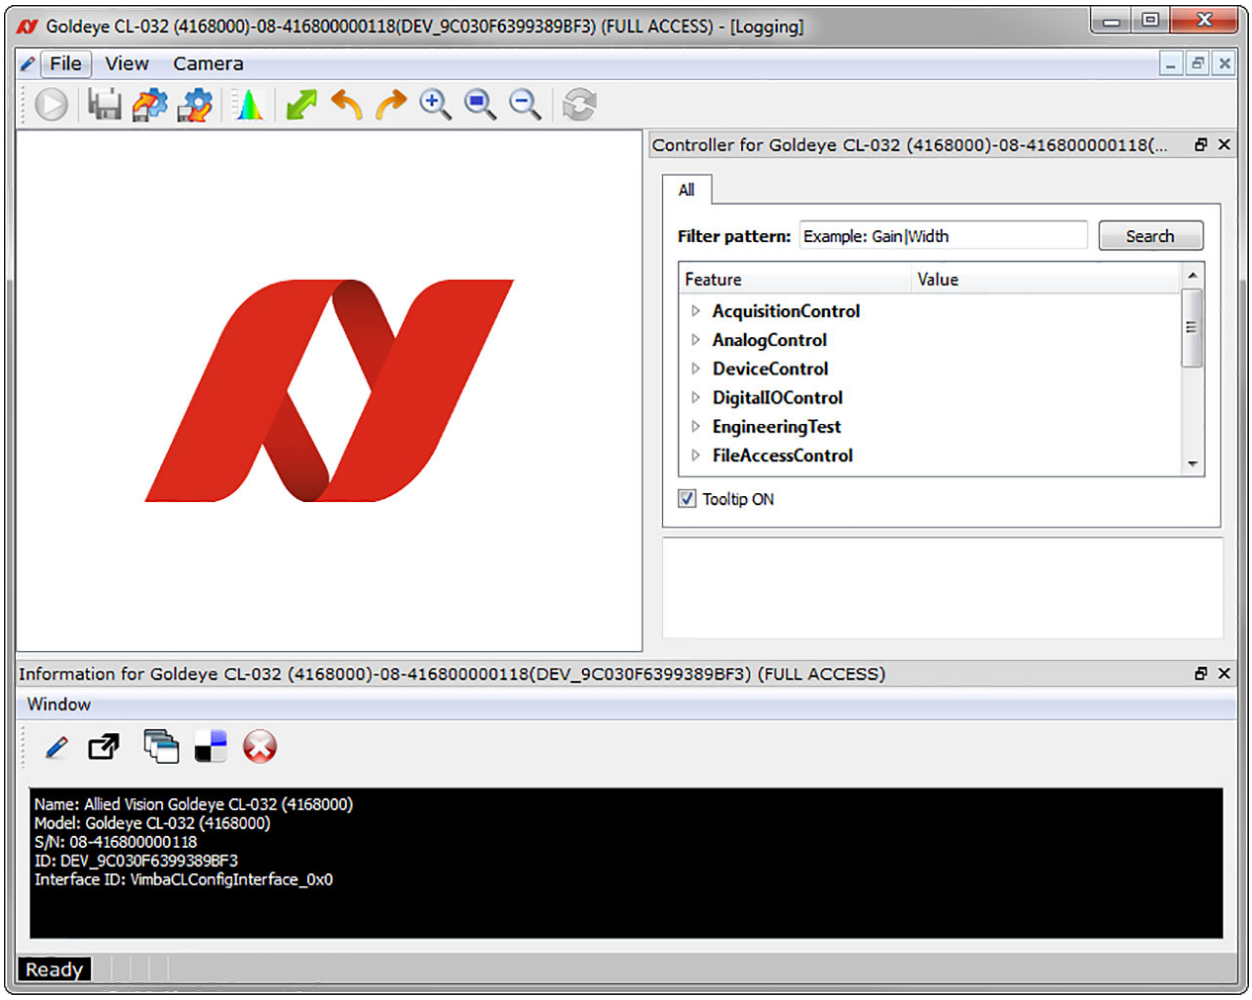

Figure 4: Vimba Viewer window
4. A new camera window appears, as shown in Figure 4 on page 44. This camera window consists of the following components:
The controller window is displayed in the top right section of the Vimba window, refer to Figure 4 on page 44. It is used to configure the camera frame rate, exposure time, pixel format, and much more.